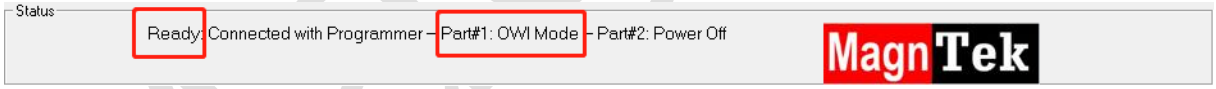

图 4.2.15
4、编程结束，信息栏提示 Ready 字样（图 4.2.14），芯片进入 OWI 模式，点击 Comm Lock 按钮锁定芯片通信（图 4.2.15），使其不能再次编程，以防止使用过程中误触发使芯片进入通信模式。点击 Power off，芯片断电后即可取出芯片（传感器），至其他设备做相应测试或直接使用。